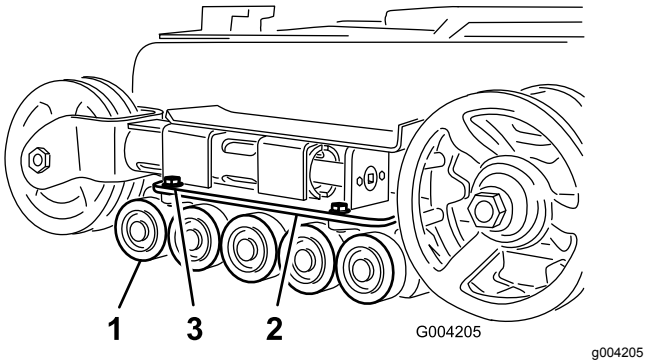

**Figur 48**
2. Ta bort de fyra skruvarna som fäster respektive nedre larvbandsstyrning som innehåller väghjulen, och ta bort hjulen (Figur 48).